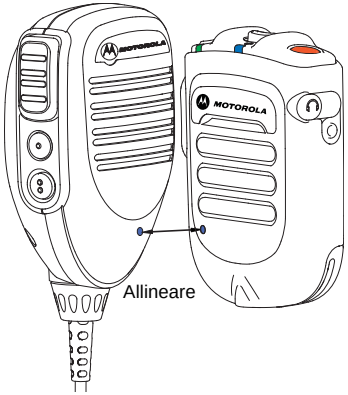

Figura 2.10: Accoppiamento del WRSM
2. Posizionare il puntino blu (punto di contatto per l'accoppiamento) sul WRSM entro un paio di centimetri dal puntino blu sul gateway per microfono mobile. Vedere la Figura 2.10.